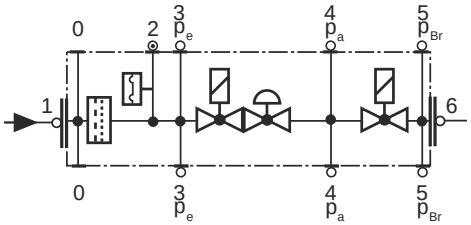

Рис. 27
- Заменяйте фильтр, если разница давления между точками 1 и 3 (Рис. 27) $\Delta p > 10$ мбар.